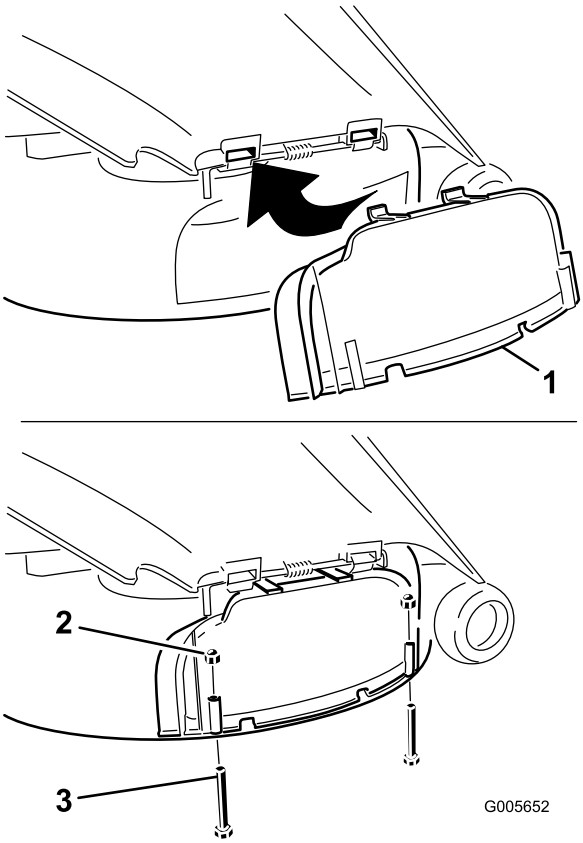

Figur 28
5. Vrid ner utkastarluckan över öppningen och på den undre kanten på klipparen (Figur 28).
6. Fäst utkastarluckan på den nedre kanten på klipparen med två skruvar (1/4 x 2 1/2 tum) och två hattmuttrar (1/4 tum) i enlighet med Figur 28.